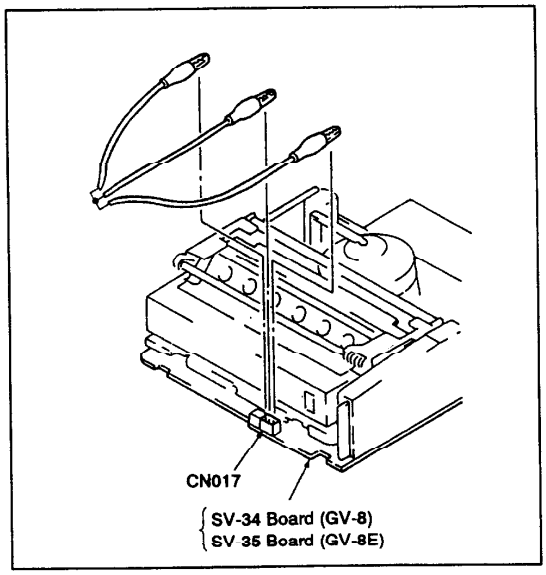

Fig. 4-1.
Connect Pins ① and pin ③ of CN017 on the { SV-34 board (GV-8) / SV-35 board (GV-8E) } to pin ② of it. (See Fig. 4-1)